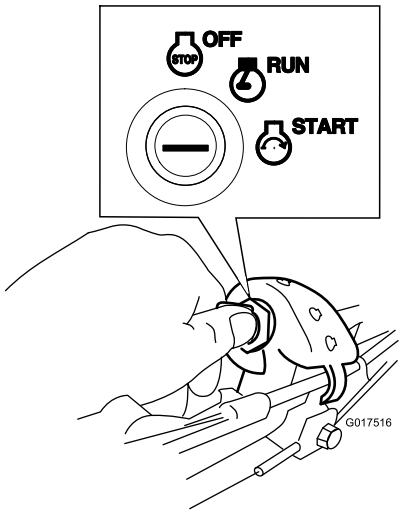

Figuur 18
- **Contactsleuteltje:** Draai het contactsleuteltje naar de stand Start (Figuur 18); laat de sleutel los zodra de motor start.
1. Draai het contactsleuteltje naar de stand LOPEN (Figuur 18).